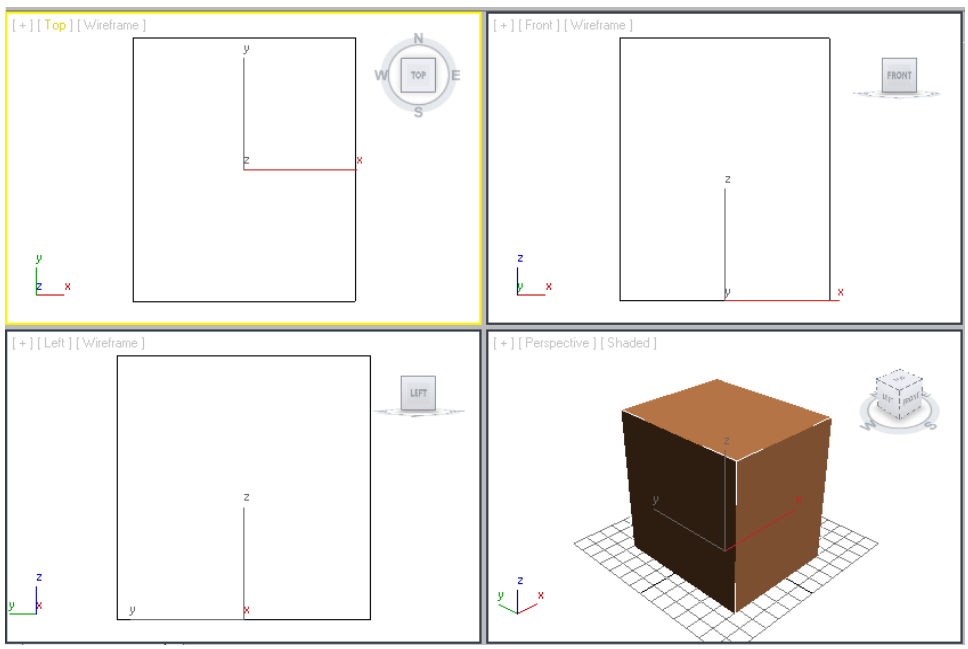

Figure 3-21 *The box displayed in all viewports*
4. Invoke the **Zoom Extents All** tool in the viewport navigation controls to view the box; the box is displayed in all viewports, as shown in Figure 3-21. Alternatively, press the Z key to invoke the **Zoom Extents All** tool.